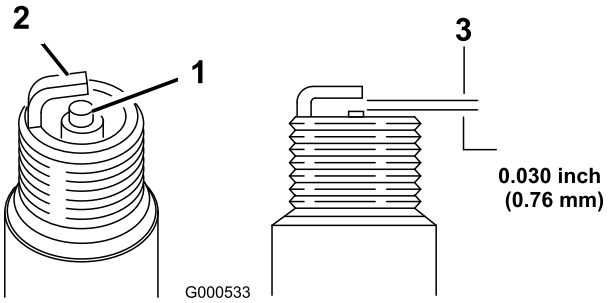

**Rysunek 21**
5. Ustaw przerwę na świecy na 0,76 mm (Rysunek 21).